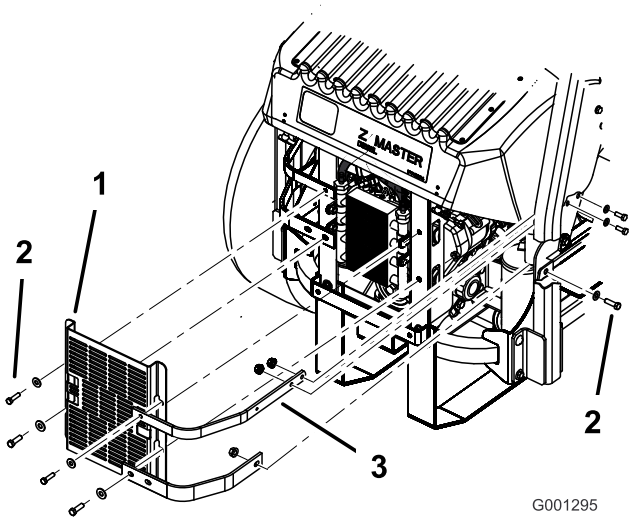

Figur 70
3. Ta bort de fyra bultar som håller fast oljekylarskärmen på den bakre ramen (Figur 70).
4. Ta bort de tre bultar som håller fast motorfästena på maskinens sida (Figur 70).
12. Montera oljekylarskärmen och motorfästena på den bakre ramen med de fyra bultarna som togs bort tidigare (Figur 70).
13. Montera motorfästena på maskinens sida (Figur 70).